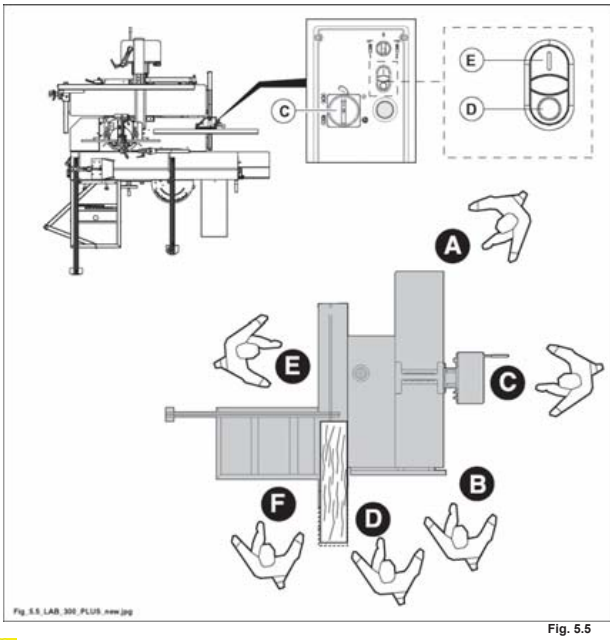

Fig. 5.5
- Portare il selettore (C fig. 5.5) nella posizione di lavoro desiderata.
- Premere il pulsante (E fig. 5.5).
1) Premere il pulsante (D fig. 5.5).
è vietato arrestare il motore ruotando il selettore (C fig. 5.5).